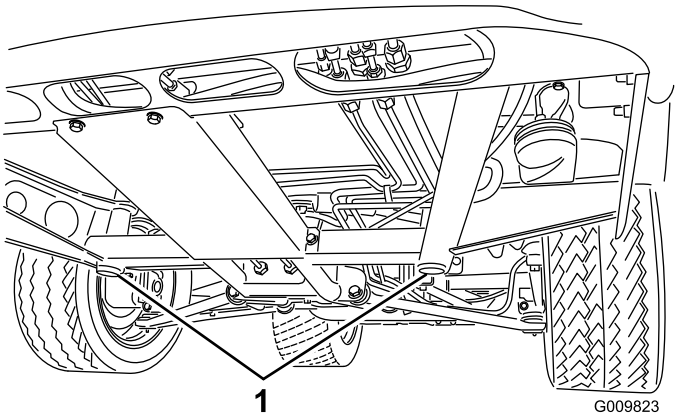
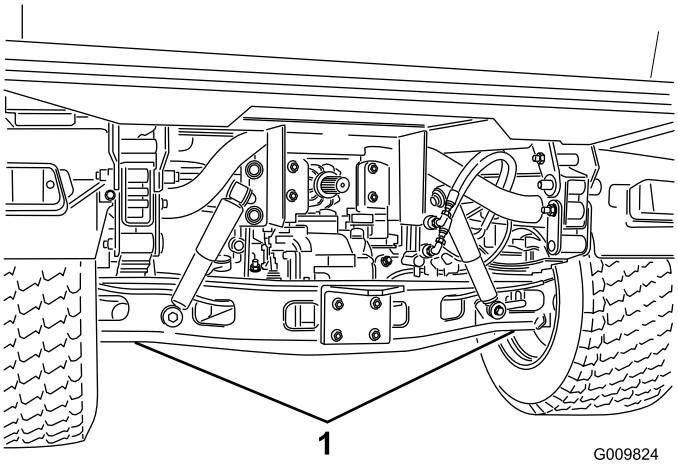

**Figur 35**
**Figur 36**
- Jekkpunktet foran på maskinen er under midten av den fremre rammestøtten (Figur 35), og bak er det under akselen (Figur 36).